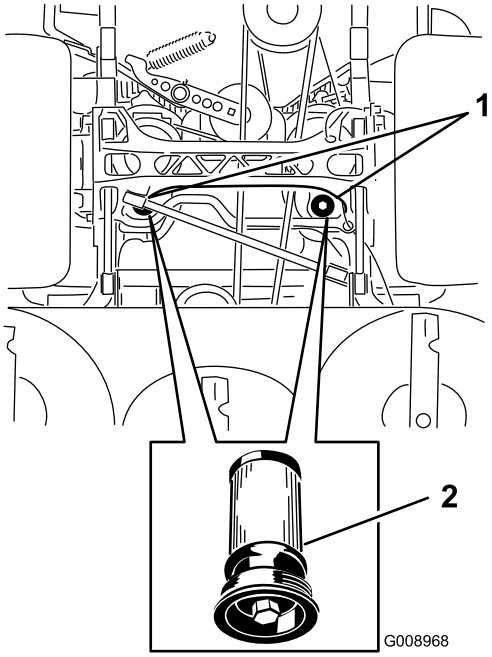

Figuur 83
5. Plaats een opvangbak onder het filter, verwijder het oude filter en veeg het oppervlak schoon (Figuur 83).
6. Breng een dun laagje hydraulische vloeistof aan op de rubberen pakking van het vervangende filter (Figuur 83).